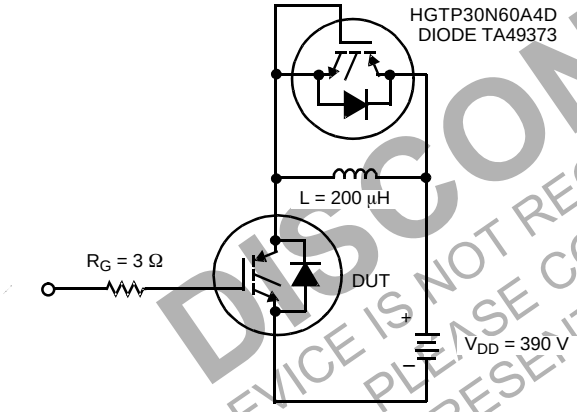

Figure 24. INDUCTIVE SWITCHING TEST CIRCUIT
2. Values for two Turn−On loss conditions are shown for the convenience of the circuit designer. E_{ON1} is the turn−on loss of the IGBT only. E_{ON2} is the turn−on loss when a typical diode is used in the test circuit and the diode is at the same T_J as the IGBT. The diode type is specified in Figure 24.